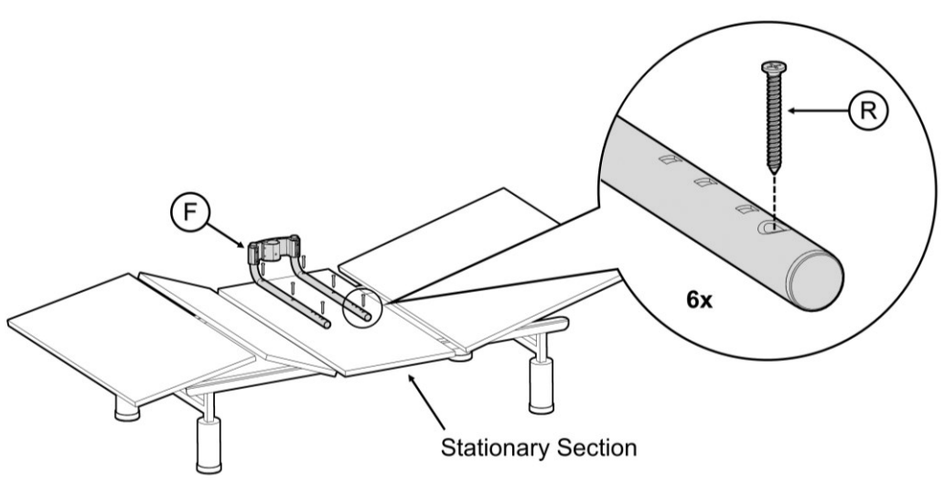

FIGURE 14
14. Attach assembly to legs to Stationary Section of bed base using **R** – do not overtighten screws. FIGURE 14